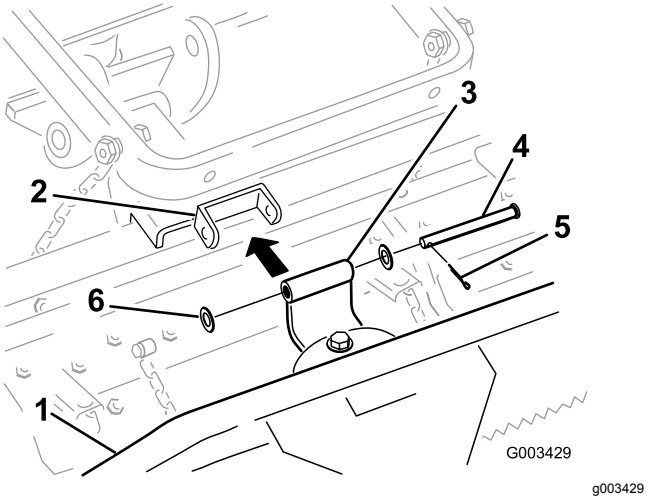

Figura 4
2. Collegate la staffa orientabile al rastrello a pettine come mostrato nella Figura 4.